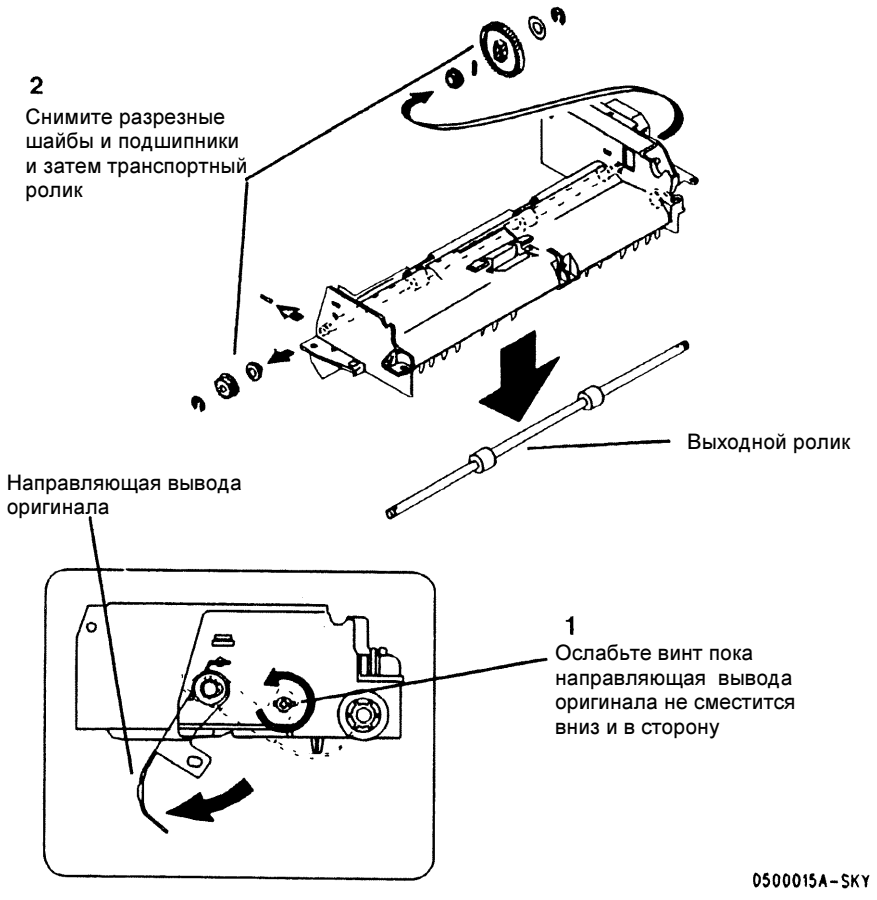

Рисунок 5. Снятие транспортного ролика
5. (Рисунок5):.Снимите выходной ролик.